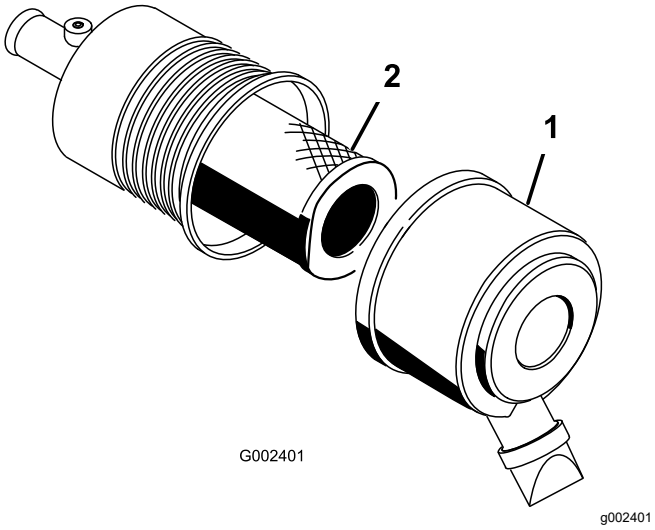

**Figura 33**
1. Abra los cierres del limpiador de aire y tire de la tapa del limpiador de aire para separarla de la carcasa del limpiador de aire (Figura 33).
3. Extraiga con cuidado el filtro de la carcasa del limpiador de aire (Figura 33).
5. Introduzca el filtro con cuidado sobre el tubo de la carcasa (Figura 33).
6. Instale la tapa del limpiador de aire con el lado hacia arriba, y fije los cierres (Figura 33).